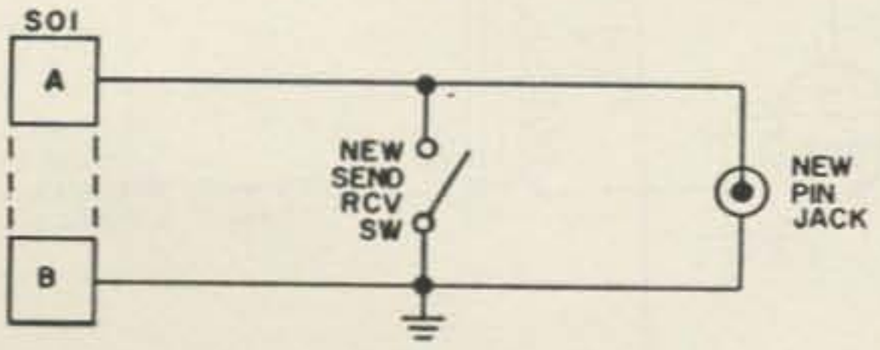

FIG. 2
1. Drill two holes in the front panel which will accommodate a SEND-RCV switch and a pin jack (RCA Phono Jack) for a keying relay connection. Due to the close spacings and limited panel space available, care must be exercised in location of the two holes. A ½ inch hole for the SEND-RCV switch is located 5½ inches from the left and 1 13/16 up from the bottom. A three-eighths inch hole for the pin jack is drilled 6 inches from the left and 2 7/16 inches up from the bottom of the front panel. Refer to Fig. 2 for the schematic of the circuit.